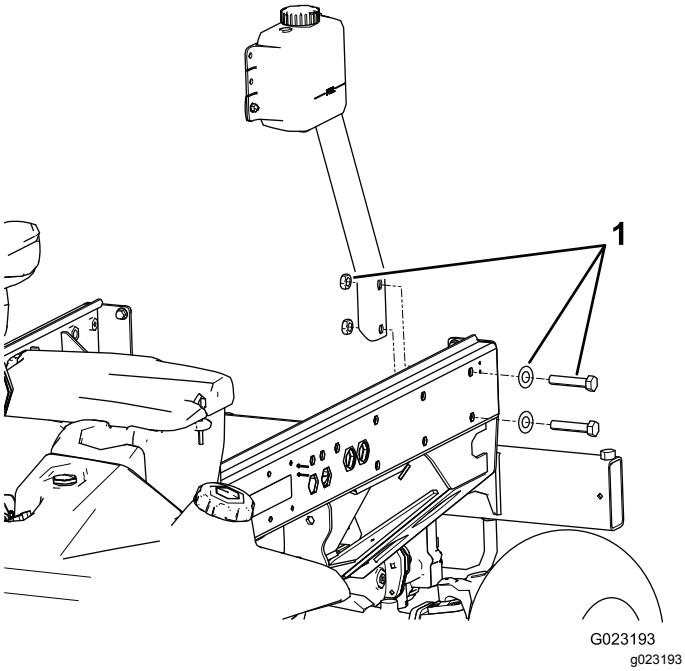

Figur 18
1. Fjern de to boltene, skivene og mutrene som fester beholdermonteringsbraketten til venstre rammespor (Figur 18).